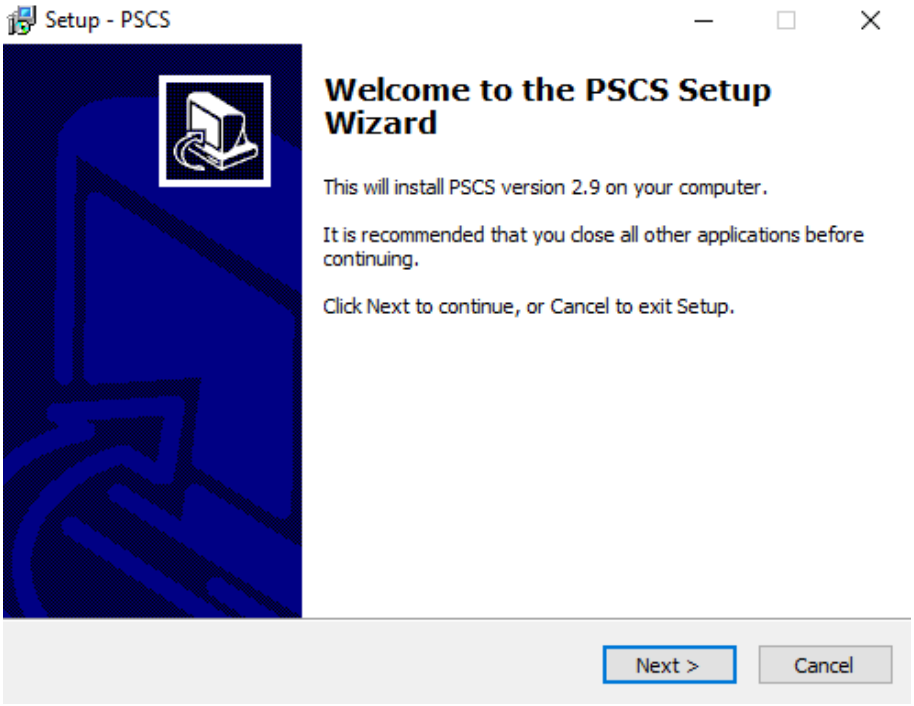

Figure 7.4
4. Click "Next" to continue. **Figure 7.4**